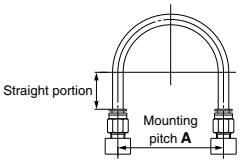

**Fig. 1 Recommended piping configuration**
**1. When connecting tubes using One-touch fittings, provide some spare tube length shown in Fig. 1, recommended piping configuration.**